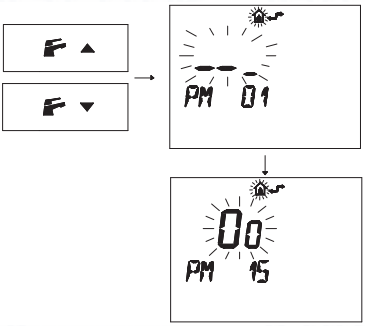

Fig. 7.12
- Press buttons ▼ or ▲ to display the **"PM15"** program that enables the external probe (Fig. 7.12)